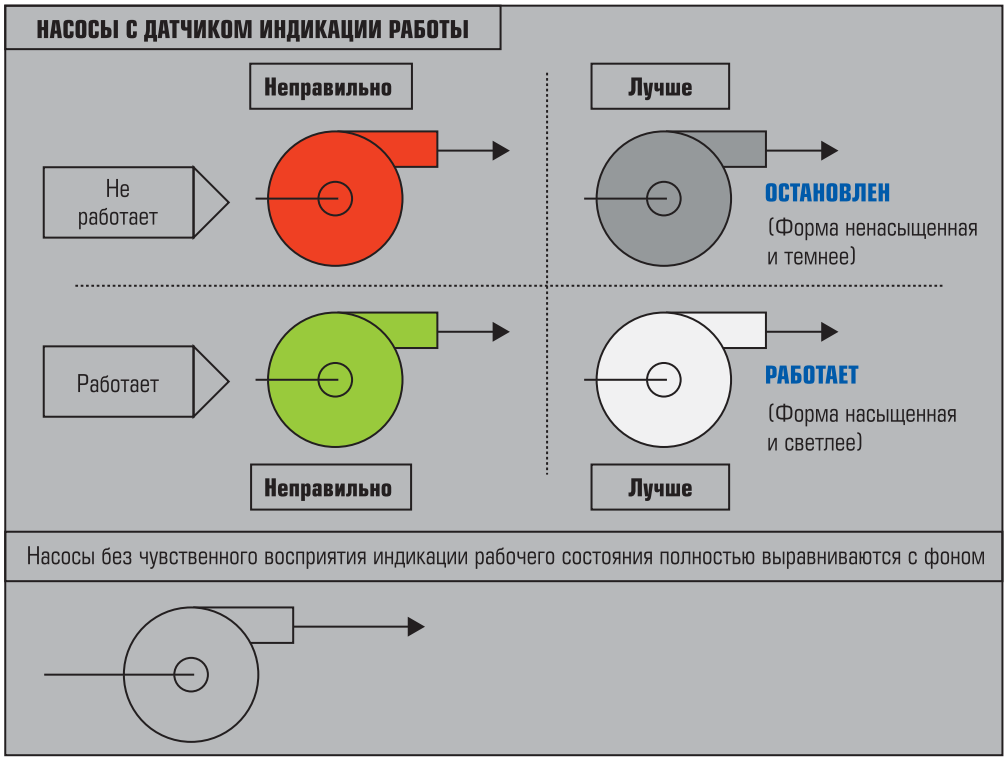

Рис. 4. Относительная яркость плюс СЛОВО является лучшим представлением
Относительная яркость плюс СЛОВО является лучшим представлением (Рис. 4). Предметы светлее фона являются включенными; предметы темнее фона являются выключенными.
- Никогда не используйте цвет сам по себе в качестве единственного дифференциатора важных условий технологического процесса. Вместо этого используйте цвет и описатель (дескриптор) параллельно. (Для примера смотрите рис. 4).